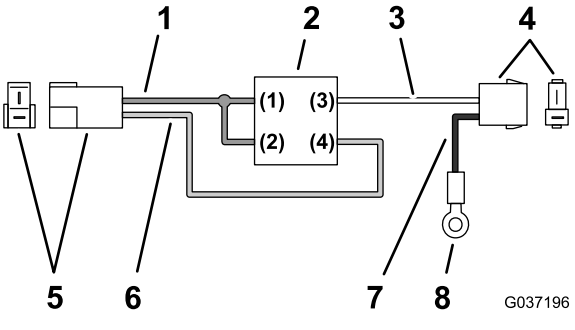

Figura 19
1. Individuate il gruppo relè e cablaggio, come illustrato nella Figura 19.